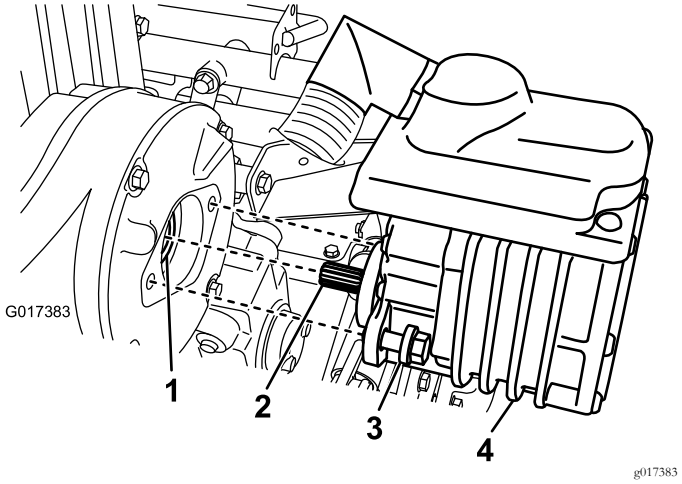

Rysunek 40
2. Odkręć 2 śruby mocujące silnik do obudowy przekładni (Rysunek 40).
4. Za pomocą smarownicy wtłocz jedną porcję lub dwie porcje smaru do obudowy przekładni (Rysunek 40).